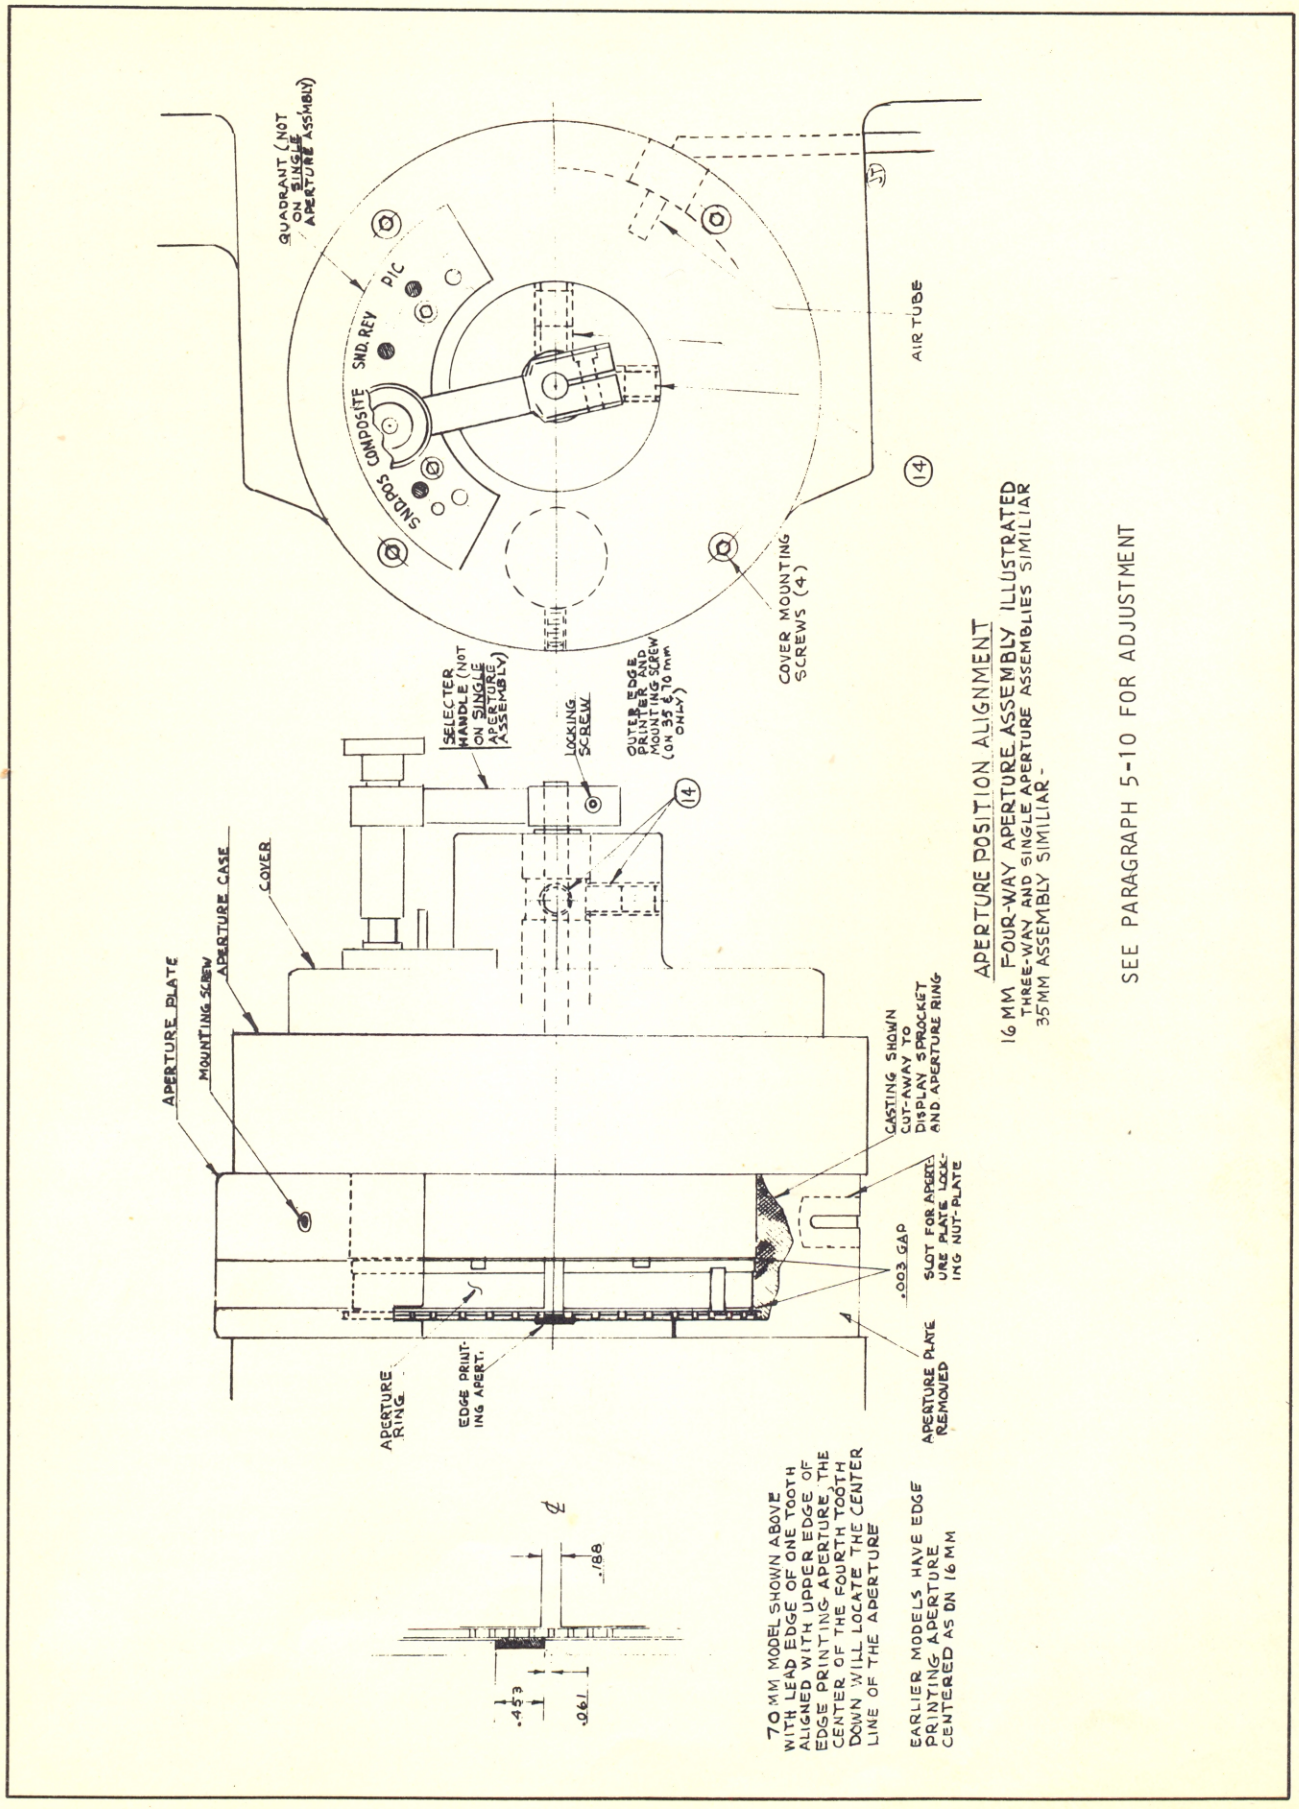

Figure 38A. Aperture Jaw Disassembly
e. NO. 7 CONDENSERS. To gain access to these condensers, the complete aperture jaw assembly must be removed. Refer to paragraph 6-11a, and to Figures 38A and 38B. Remove the outer edge printer from the aperture case cover; 16-mm designs do not have the outer edge printer. Loosen the Allen screws in the upper and lower aperture plates and move each plate away from the jaw about 1/2 inch. Retighten these screws temporarily. Remove the four screws that hold the aperture case cover to the case casting and carefully withdraw the cover straight out. The aperture ring and rotating drum are completely assembled on the cover and are identified as the aperture jaw assembly. The two #7 condensers are held in the aperture jaw assembly with two retaining clips (screw mounted) and are held in position beneath the clips with two expanding springs. When removed and replaced, condensers require no alignment adjustment.
Procedures governing the removal of aperture jaw assembly for access to the #7 optical components to the rotating drum bearings, to the aperture ring and aperture selector mechanism and for correctly adjusting the above components on reassembly are outlined in paragraph 6-3,e and on Figure 38A.
ADJUSTMENT "A" (Figure 38B). Gap between the sprocket and aperture ring is adjusted by in-out location of shaft (9) and locked by two setscrews (14). Also affects the radial position alignment (see Figure 38A).